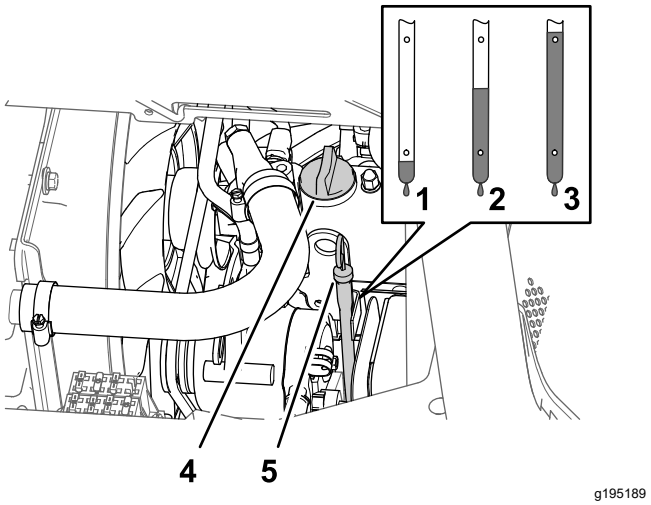

Рисунок 80
5. Снимите крышку маслозаливной горловины с крышки клапанного механизма двигателя (Рисунок 80) и медленно залейте примерно 80% указанного количества масла в заливную горловину.
6. Выньте масломерный щуп и проверьте уровень масла в двигателе (Рисунок 80).
7. Медленно долейте дополнительное масло указанного типа, чтобы довести его уровень до метки «Полный» на масломерном щупе (Рисунок 80).
8. Установите крышку маслозаливной горловины на маслозаливную горловину и масломерный щуп в трубку щупа (Рисунок 80).